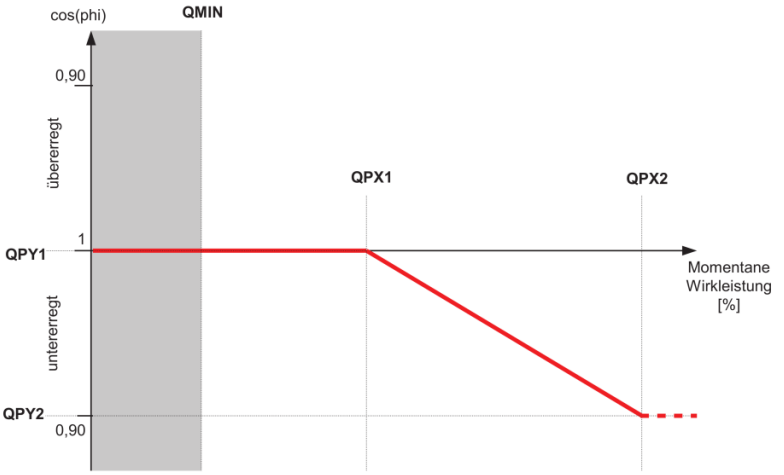

Abbildung 26: Q(P)-Kennlinie
- **QPX1 QPX2:** Geben Sie die Einstellwerte für QPX1 und QPX2 mithilfe der Zahleneingabefelder ein. Entnehmen Sie die Einstellwerte der Abbildung 26.